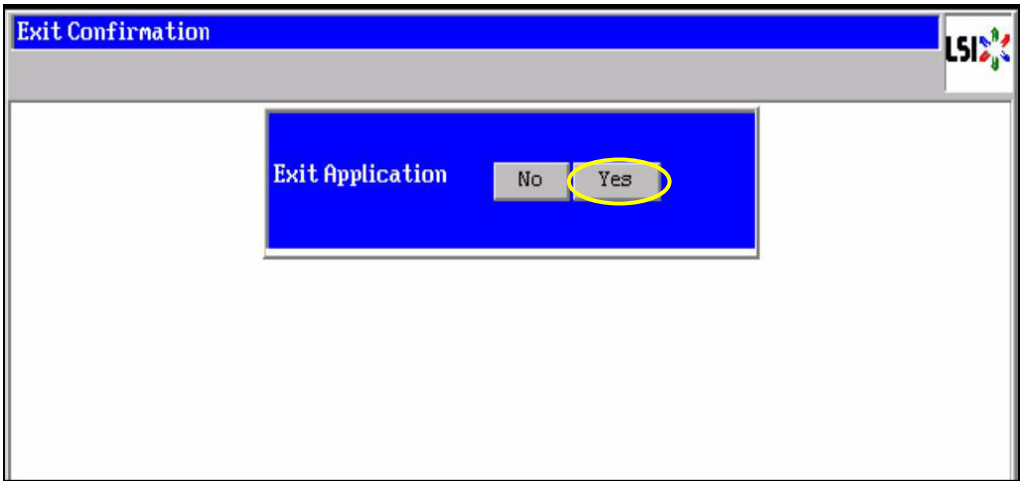

Figure B.2.6.1-5 Exit Confirmation window
(8) The reset page window is displayed as shown in Figure B.2.6.1-6. Press the power switch to turn off the power of the node.